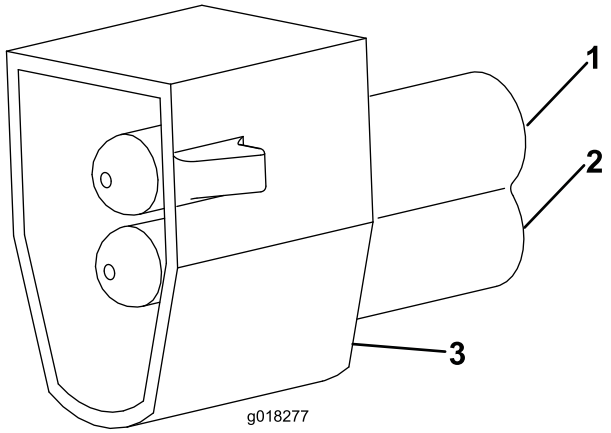

Figur 9
3. Fäst PM2-anslutningarna på terminalerna på kabeln till registreringsskylten (Figur 9).